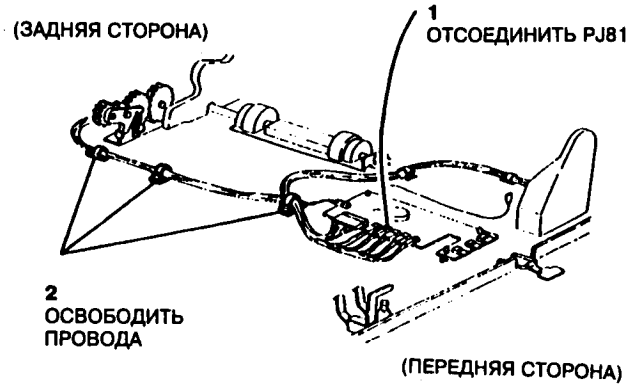

Рис.1 Отсоединение PJ81
5. Отключить разъем PJ81 от PWB PH (подачи бумаги) (рис.1).